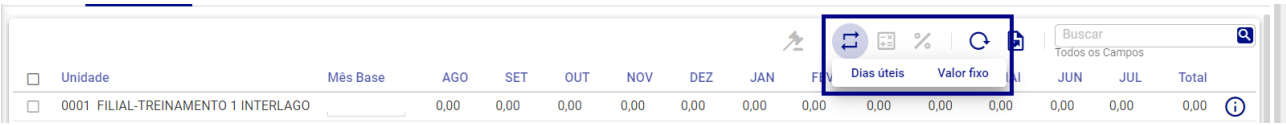

Figura 299: Modalidades Dias Úteis Valor Fixo
2. Escolha uma das modalidades (Figura 299):